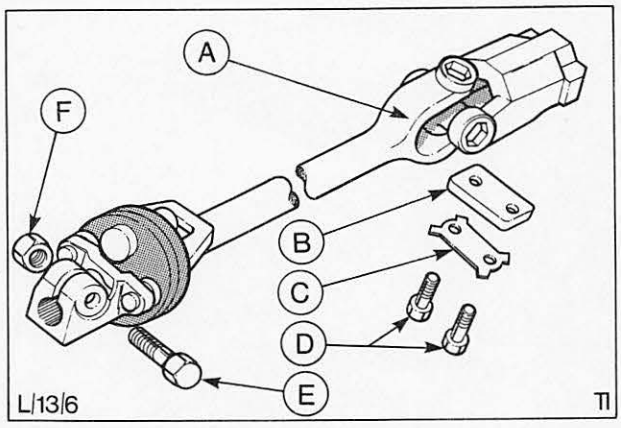

Abb. 46 A = Verbindungsgelenk
3. Unteres Ende des Verbindungsgelenks vom Ritzelschaft abziehen, Verbindungsgelenk entfernen, Abb. 46.